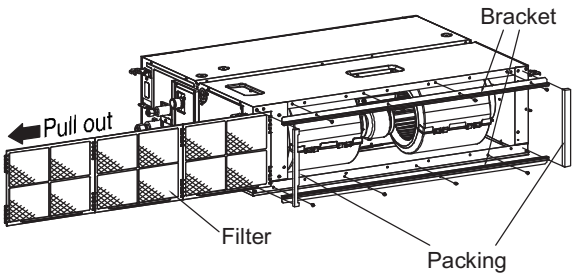

Fig. 1-104
(1) First pull out a filter in the direction of the electrical component box in the unit. (Fig. 1-104)
(2) Then remove the seal packing, bracket and filter attached to the side of the air intake port. (Fig. 1-104)
(3) Install the duct (field supply).